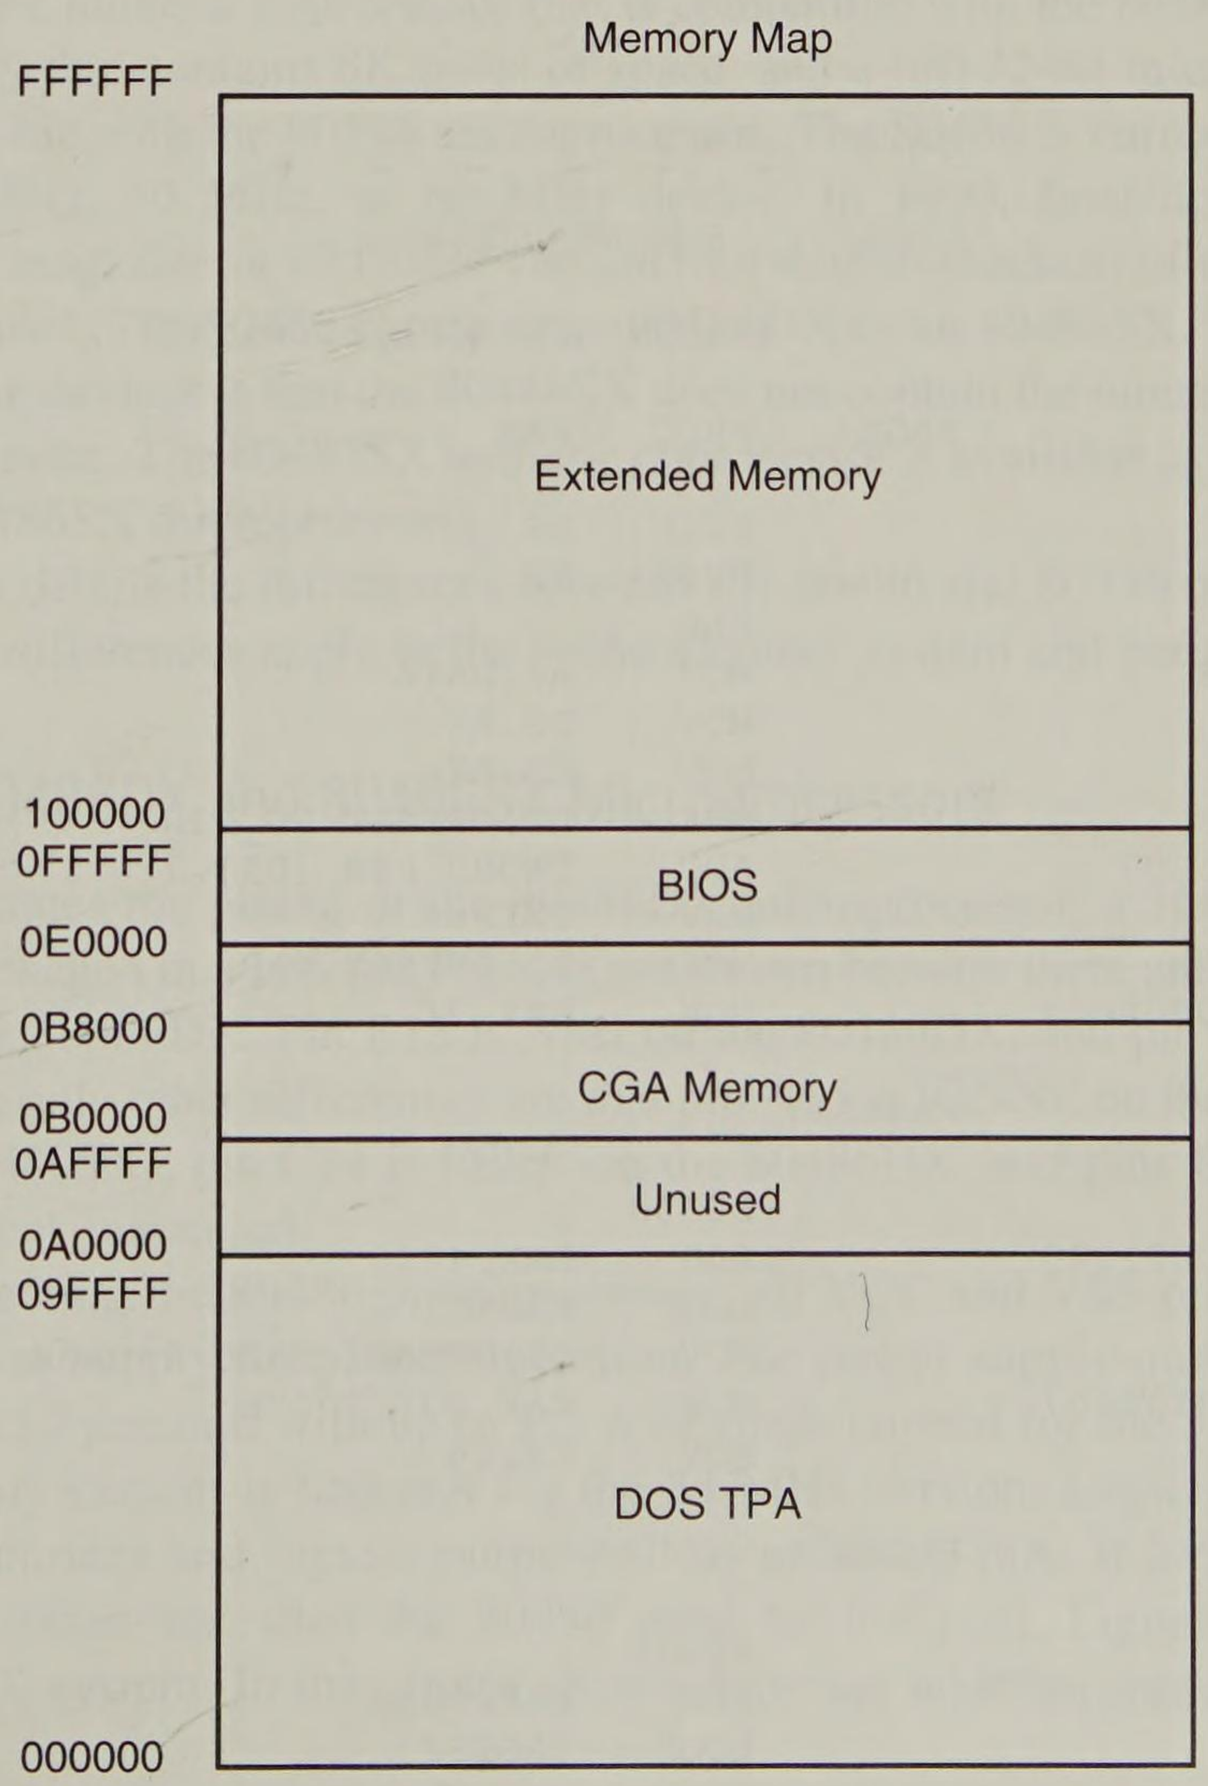

**FIGURE 9–24** Memory map for an AT-style clone.
**FIGURE 9–23** The translation of linear address 00CO3FFC to physical memory address XXXXXFFC. The value of XXXXX is determined by the page table entry (not shown here).
Take, for example, a typical DOS-based computer system. The memory map for the system appears in Figure 9–24. Notice from the map that there are unused areas of memory that could be paged to a different location, giving a DOS real-mode application program more memory. The normal DOS memory system begins at location 00000H and extends to location 9FFFFH, which is 640K bytes of memory. Above location 9FFFFH, we find sections devoted to video cards, disk cards, and the system BIOS ROM. In this example, an area of memory just above 9FFFFH is unused (A0000–AFFFFH). This section of the memory could be used by DOS so that the total applications memory area is 704K instead of 640K. Be careful when using A0000H–AFFFFH for additional RAM because the video card uses this area for bit-mapped graphics in modes 12H and 13H.